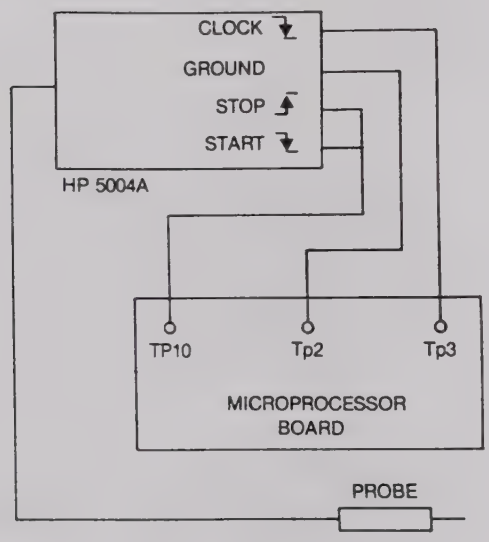

Figure 5-3. Signature Analyzer Connection
When microprocessor problems are suspected always check the +5V supply, refer to paragraph 5.2. If the voltage is correct use table 5-3 to troubleshoot the microprocessor board. A Hewlett-Packard 5004A Signature Analyzer may be used to verify "signature" for the microprocessor board, figure 5-3 shows the connection of the analyzer to the microprocessor board and table 5-4 describes the process while table 5-5 describes the microprocessor signatures. Replace the microprocessor board if proven defective.
3.	Connect analyzer as shown in figure 5-3.